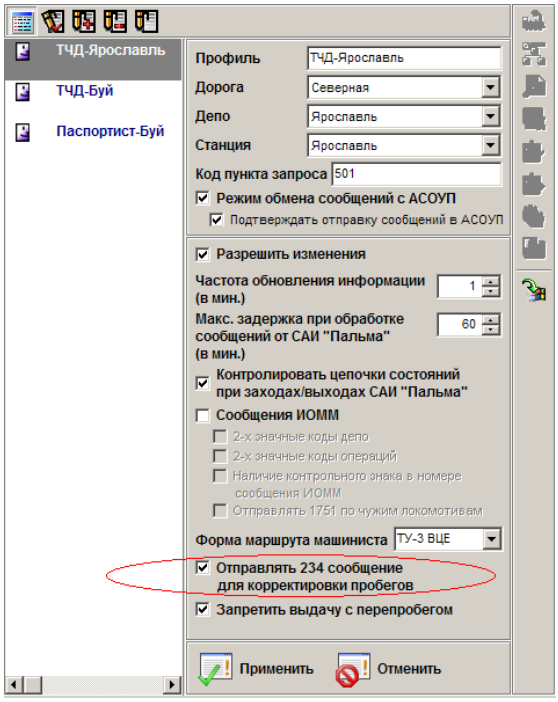

Рисунок 5.49 – Признак отправки 234 сообщения
– в программе «Конфигуратор» у профиля пользователя поставить признак отправки 234 сообщения (Рисунок 5.49);